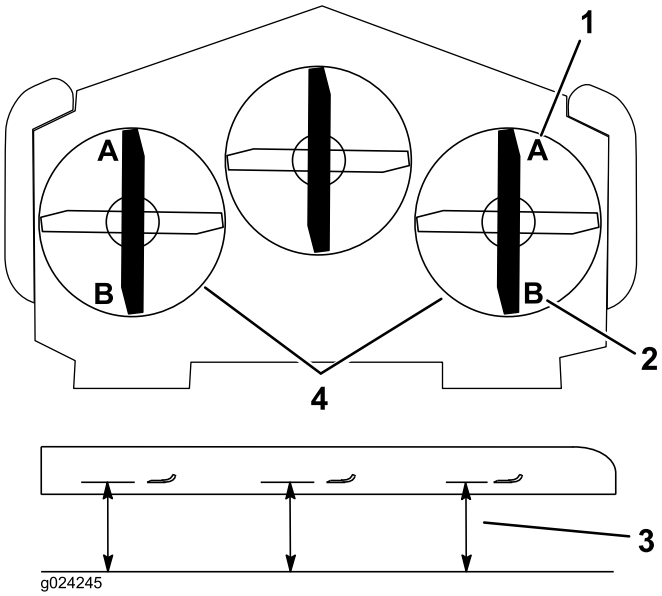

Figur 83
8. Mät från den plana ytan till den främre knivspetsen på däckets båda sidor (position A) (Figur 83).
Obs: Avståndet ska vara 7,6 cm, se (Figur 83).
14. Mät från den plana ytan till den bakre knivspetsen på däckets båda sidor (position B). Se till att avståndet är 8,3 cm (Figur 83).